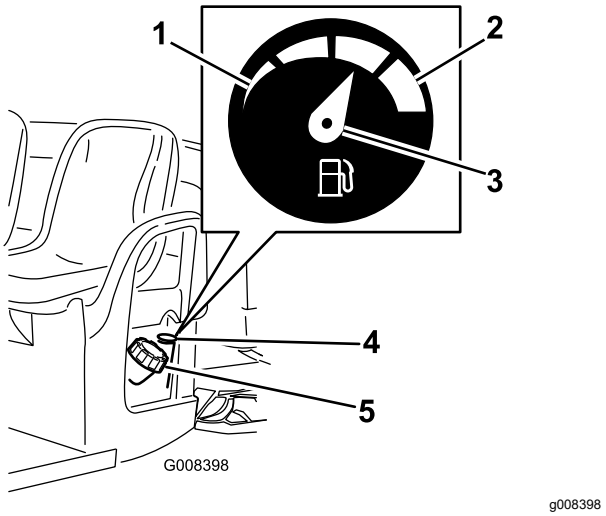

Figuur 20
2. Verwijder de dop van de brandstoftank (Figuur 20).